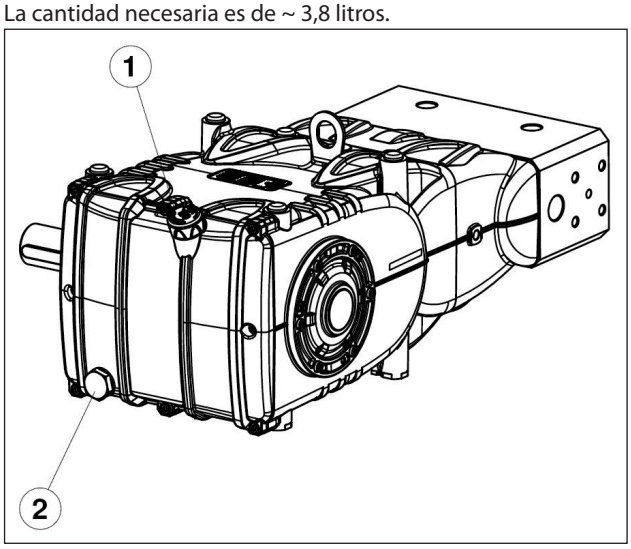

Fig. 3
Controlar el nivel de aceite, si es necesario repostar desde la varilla de nivel de aceite pos. ①, Fig. 3.
El control correcto del nivel de aceite se realiza con la bomba a temperatura ambiente, el cambio de aceite va realizado con la bomba a temperatura de funcionamiento retirando: la varilla de nivel de aceite pos. ①, y a continuación el tapón pos. ②, Fig. 3.